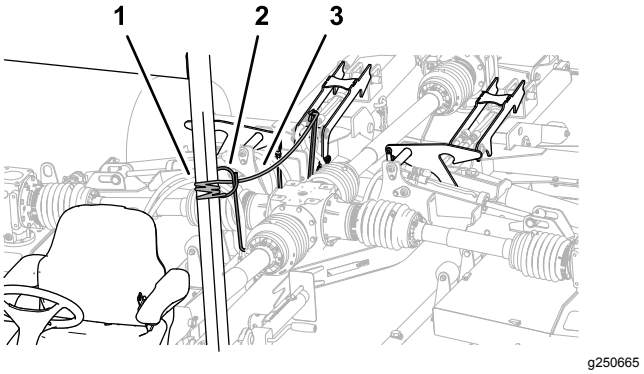

Figur 29
5. Dra och håll i däcklåslinan (Figur 29).